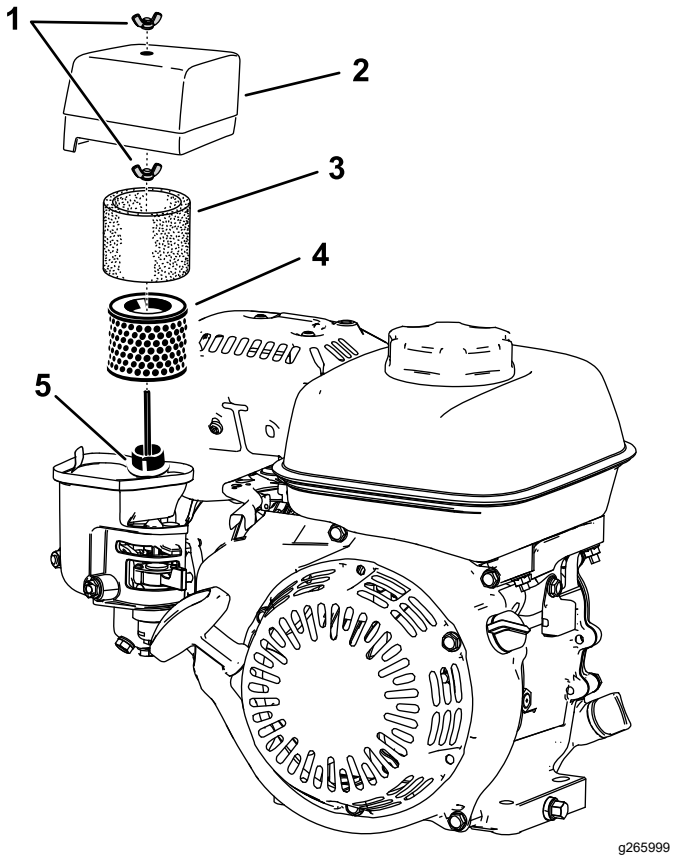

**Figure 27**
2. Retirez l'écrou à oreilles qui fixe le couvercle du filtre à air (Figure 27).